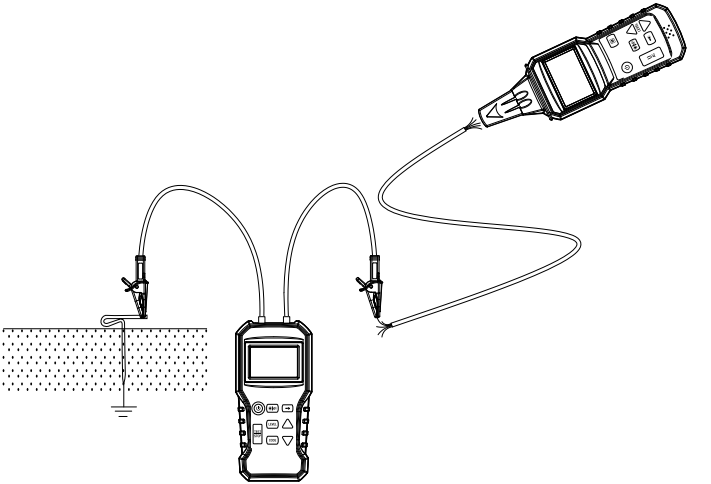

Figura 6 Uso della punta di messa a terra fornita (asta)
2. Fare riferimento alla Figura 6 nella sezione Illustrazioni dell'applicazione.